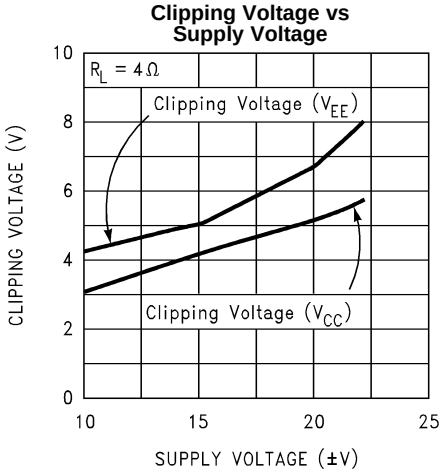
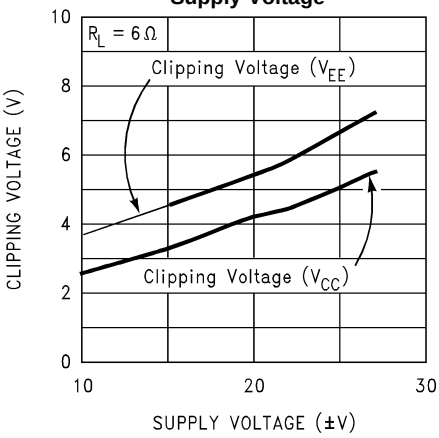
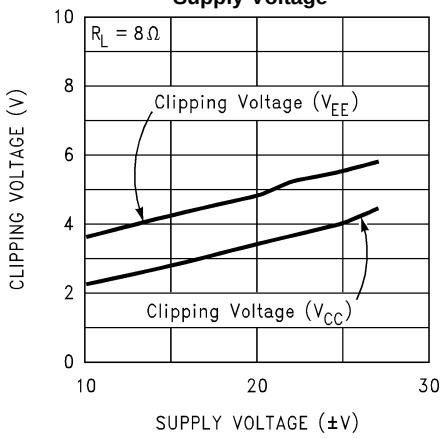

Figure 16.
Figure 17.
Figure 18.
(1) All voltages are measured with respect to the GND pins (5, 10), unless otherwise specified.
(2) Absolute Maximum Ratings indicate limits beyond which damage to the device may occur. Operating Ratings indicate conditions for which the device is functional, but do not ensure specific performance limits. Electrical Characteristics state DC and AC electrical specifications under particular test conditions which specify performance limits. This assumes that the device is within the Operating Ratings. Specifications are not ensure for parameters where no limit is given, however, the typical value is a good indication of device performance.
(3) Typicals are measured at 25°C and represent the parametric norm.
(4) Limits are ensure that all parts are tested in production to meet the stated values.
(5) V_{EE} must have at least −9V at its pin with reference to ground in order for the under-voltage protection circuitry to be disabled. In addition, the voltage differential between V_{CC} and V_{EE} must be greater than 14V.
(6) AC Electrical Test; Refer to Test Circuit #2 (AC Electrical Test Circuit).
(7) For a 4Ω load, and with ±20V supplies, the LM1876 can deliver typically 22W of continuous average output power with less than 0.1% (THD + N). With supplies above ±20V, the LM1876 cannot deliver more than 22W into a 4Ω due to current limiting of the output transistors. Thus, increasing the power supply above ±20V will only increase the internal power dissipation, not the possible output power. Increased power dissipation will require a larger heat sink as explained in Application Information.
(8) DC Electrical Test; Refer to Test Circuit #1 (DC Electrical Test Circuit).
(9) The output dropout voltage, V_{OD}, is the supply voltage minus the clipping voltage. Refer to Figure 16, Figure 17, and Figure 18 in Typical Performance Characteristics.